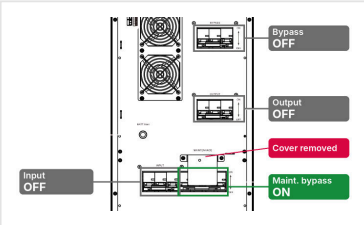

FIGURE 8-3 Step 3: INPUT, BYPASS, OUTPUT OFF
3. Open the INPUT, BYPASS and OUTPUT breakers (Figure 8-3). The load is fed through the maintenance bypass.